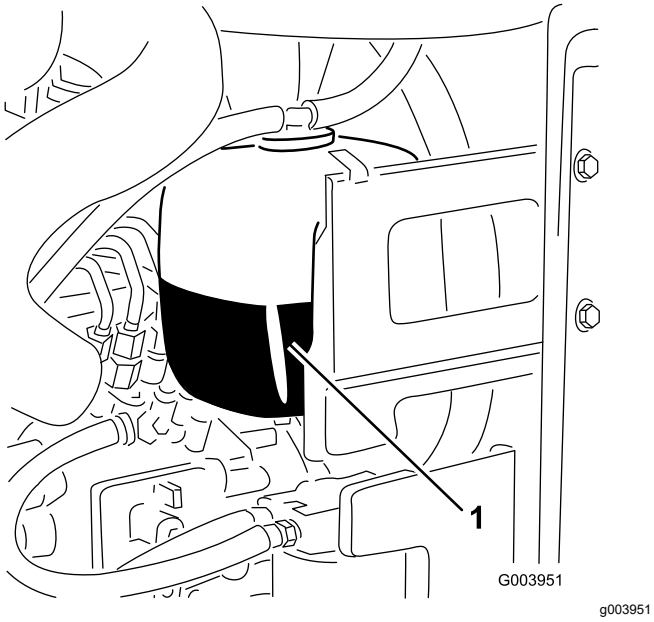

Figur 71
1. Kontroller kølevæskestanden i ekspansionsbeholderen (Figur 71).